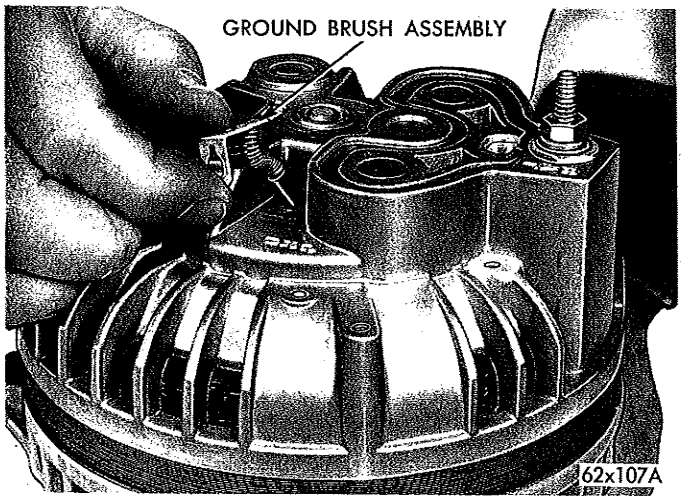

*Fig. 22—Removing or Installing Ground Brush*
(2) The ground brush is positioned horizontally against remaining slip ring and is retained in a holder that is integral with end shield. Remove retaining screw and lift clip, spring and brush assembly from end shield, (Fig. 22).